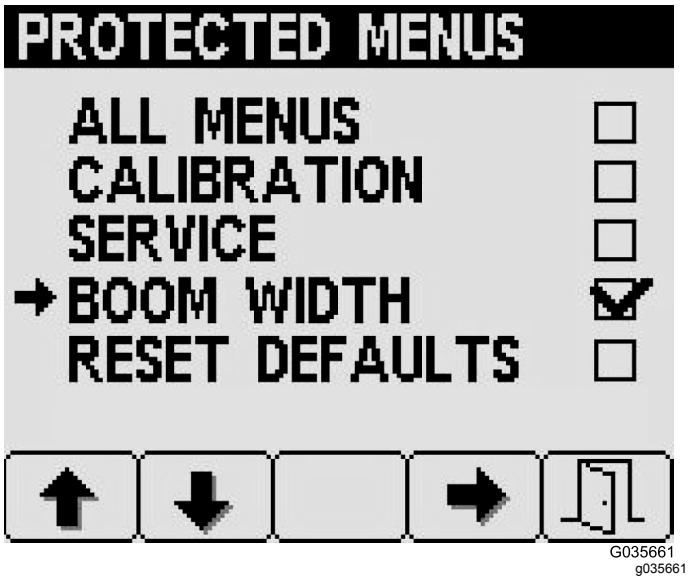

Figuur 30
3. Druk op knop 4 om afzonderlijke opties in het menu Beveiligde menu's aan en uit te vinken; zie Figuur 30.